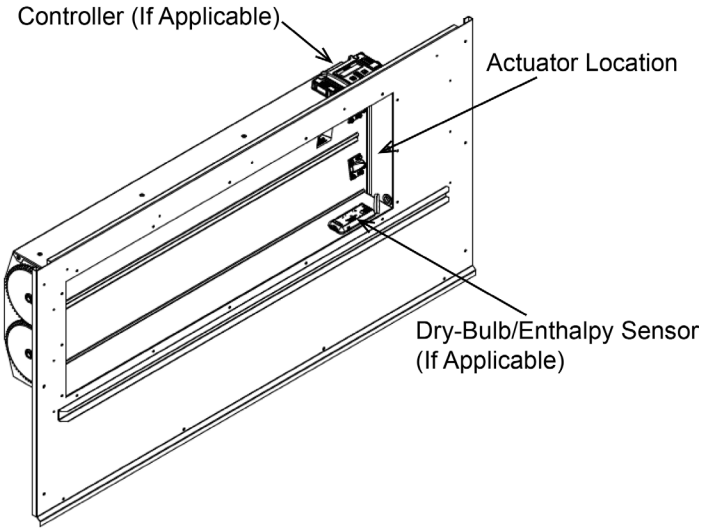

Figure 15 - Controller and Actuator
11. Leave the filter access panel above the outside air damper hood off at this point to access the controller and actuator. Controller and actuator are mounted directly to outside air damper assembly (see Figure 15).